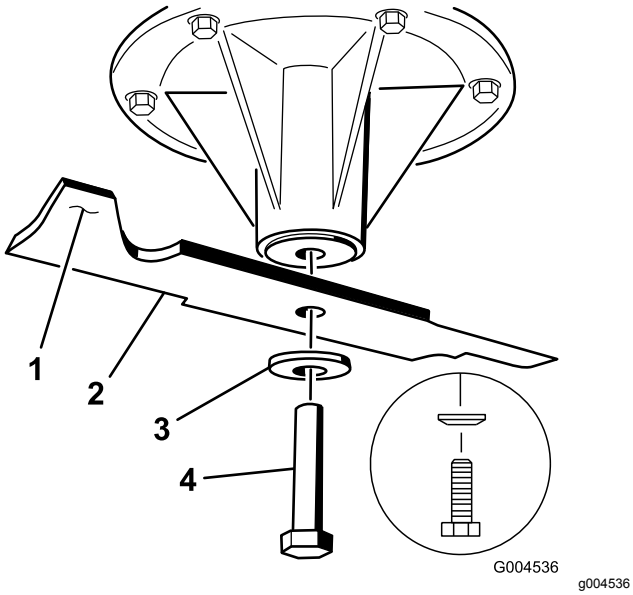

Bild 86
1. Setzen Sie das Messer auf die Spindelwelle (Bild 86).
2. Setzen Sie die Federscheibe und die Messerschraube ein (Bild 86).